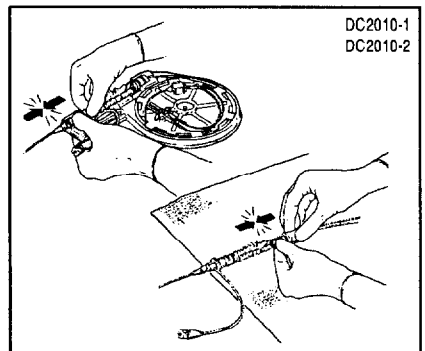

Figur 4. Kontaminationshylsan fästs vid T-B-adaptern och sonden
5. Fäst den distala ändan av sondens kontaminationsskyddshylsa vid T-B-adaptern. Ta sonden och T-B-adaptern ur matarförpackningen och fäst den andra ändan av skyddshylsan till sondens proximala ända som ett hjälpmedel för att hålla sonden steril (Figur 4).